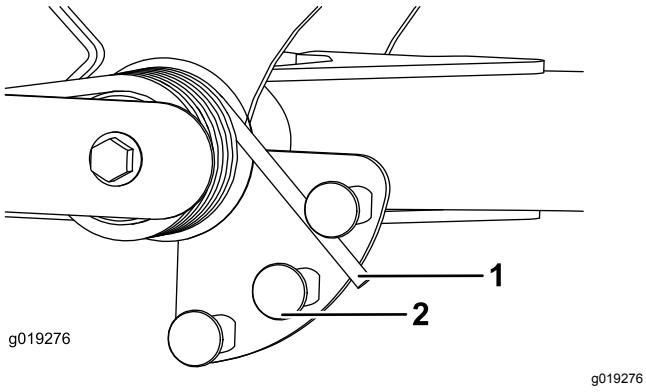

Figuur 53
2. Breng een buis of vergelijkbaar voorwerp aan over het lange veeruiteinde en draai ze rond de actuator van de veer tot de gewenste stand (Figuur 53).